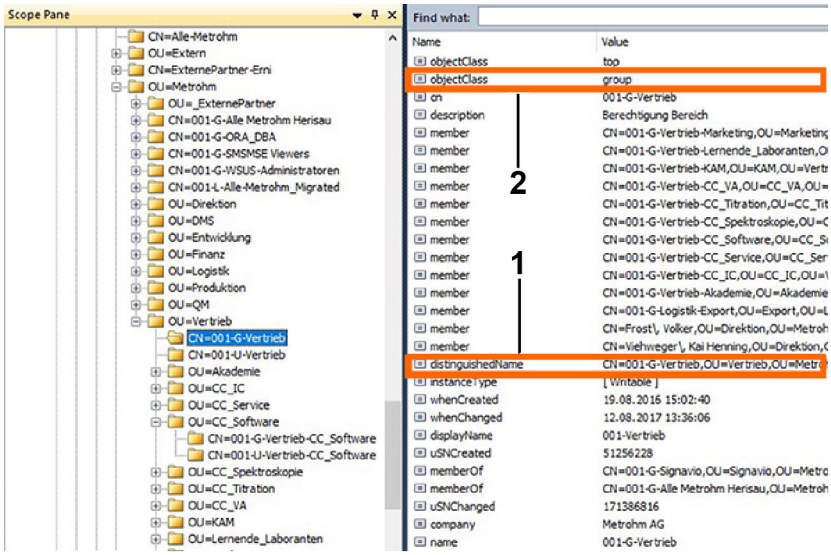

Figura 1 Ejemplo para el navegador LDAP
El grupo de sincronización seleccionado *(véase figura 1, página 28)* debe ser el **grupo principal**. Todos los grupos asignados posteriormente *(véase figura 1, página 28)* deben incluirse como subgrupos **hijos** del grupo de sincronización seleccionado.
- Buscar en el **navegador LDAP** el grupo de usuarios al que se desea conectar *(véase figura 1, página 28)*.